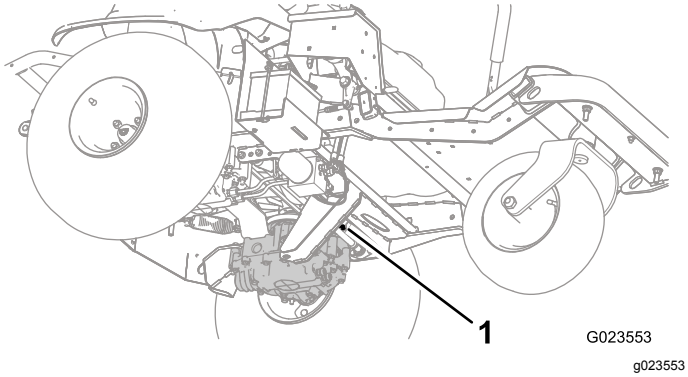
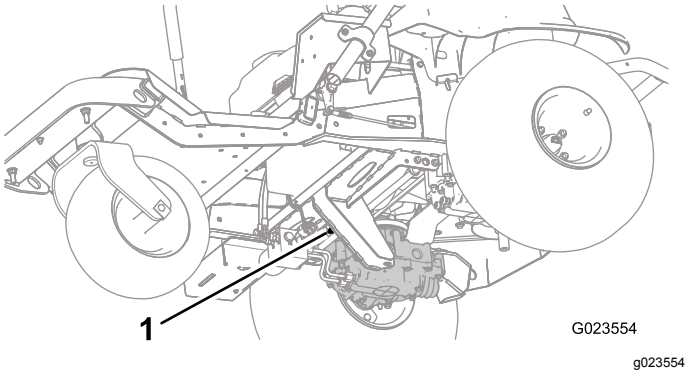
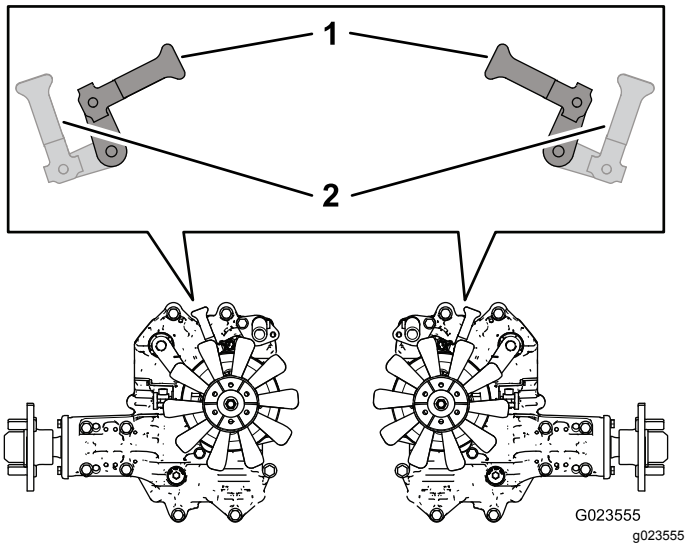

Figur 27
Figur 28
Figur 29
2. Vrid överströmningsreglagen (Figur 27 och Figur 28) från undersidan av maskinen så att de pekar inåt, mot maskinens mitt (Figur 29) och koppla ur parkeringsbromsen. Se Använda parkeringsbromsen (sida 23).
3. När du är klar med att knuffa eller bogsera maskinen vrider du överströmningsventilreglagen så att de pekar mot maskinens front så att maskinen kan köra (Figur 29).